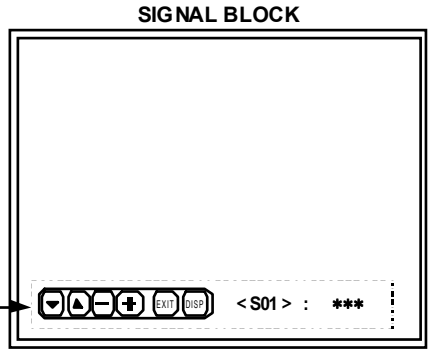

Fig. 7
① In the <BLOCK SELECT> screen, press the **CHROMA/PHASE** key.
② Then SIGNAL BLOCK adjustment mode screen is displayed (Fig. 7).
③ The original front key function replaced with the different function displayed at the lower side of the screen as shown below.